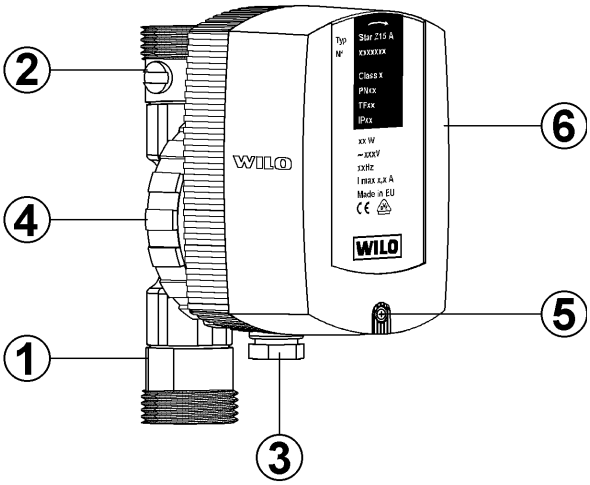
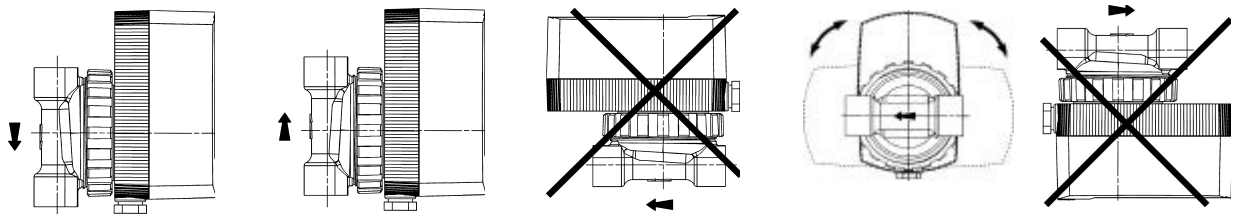

Fig. 2
Fig. 5
4.2. Beskrivning av pump Z 15 A, Fig. 2
- Montering sker spänningsfritt med vågrätt liggande pumpaxel. Iakttag noga inbyggnadslägen, Fig. 5.
- På pump Z 15 A är backventil, Fig. 2, pos. 1, iskruvad på trycksidan, och kulventil, Fig. 2, pos. 2, på sugsidan. Kulventilen är öppen om skåran pekar i flödesriktningen, den är stängd om skåran pekar på tvären mot flödesriktningen.
- **Kabelskruvkoppling, Fig. 2, pos. 3** måste vara riktad nedåt, då vatten annars lätt kan tränga in i motorhuset. Ev. måste motorhuset vridas efter att kopplingsmuttern lossats, Fig. 2, pos. 4.
- Nätanslutning av pump Z 15 utföres enligt anslutningsskiss, Fig. 5. Lossa skruven, Fig. 2, pos 5, motorhuset avlägsnas med snäppförslutning, Fig. 2, pos 6. Anslutsbeteckningar finns i kopplingsboxen.